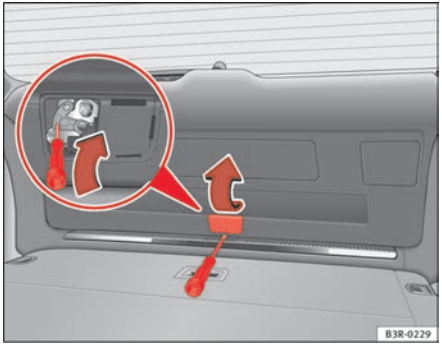

Fig. 76 Detail of the tail-gate: emergency unlocking mechanism
– Lift the cover ⇒ page 104, fig. 76 -arrow-.
– Insert the screwdriver into the opening ⇒ page 104, fig. 76 -arrow- and push it in the direction of the arrow in order to release the tailgate. ■